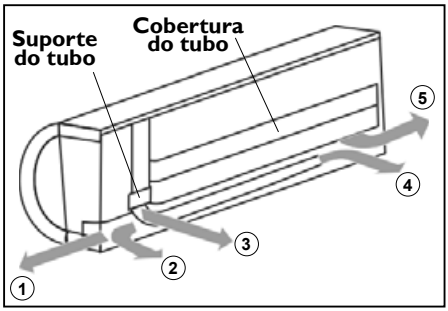

FIGURA 9 - DIREÇÕES DAS TUBULAÇÕES
* A tubulação pode ser conectada numa das direções indicadas na figura 9.